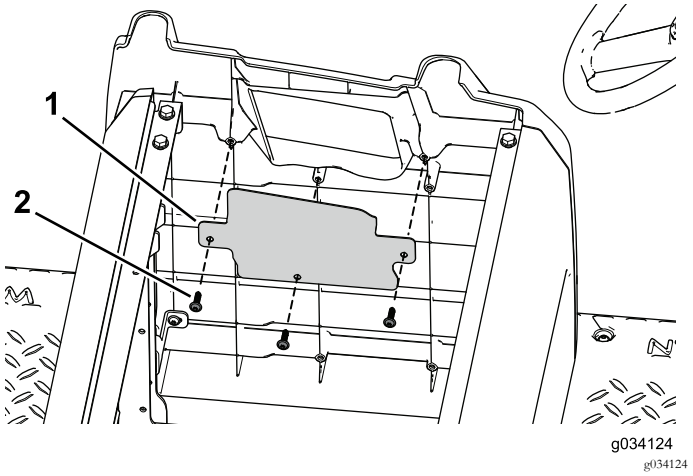

Bild 95
6. Befestigen Sie die Öffnungsabdeckung mit den drei Blechschrauben an der Seitenplatte (Bild 95).